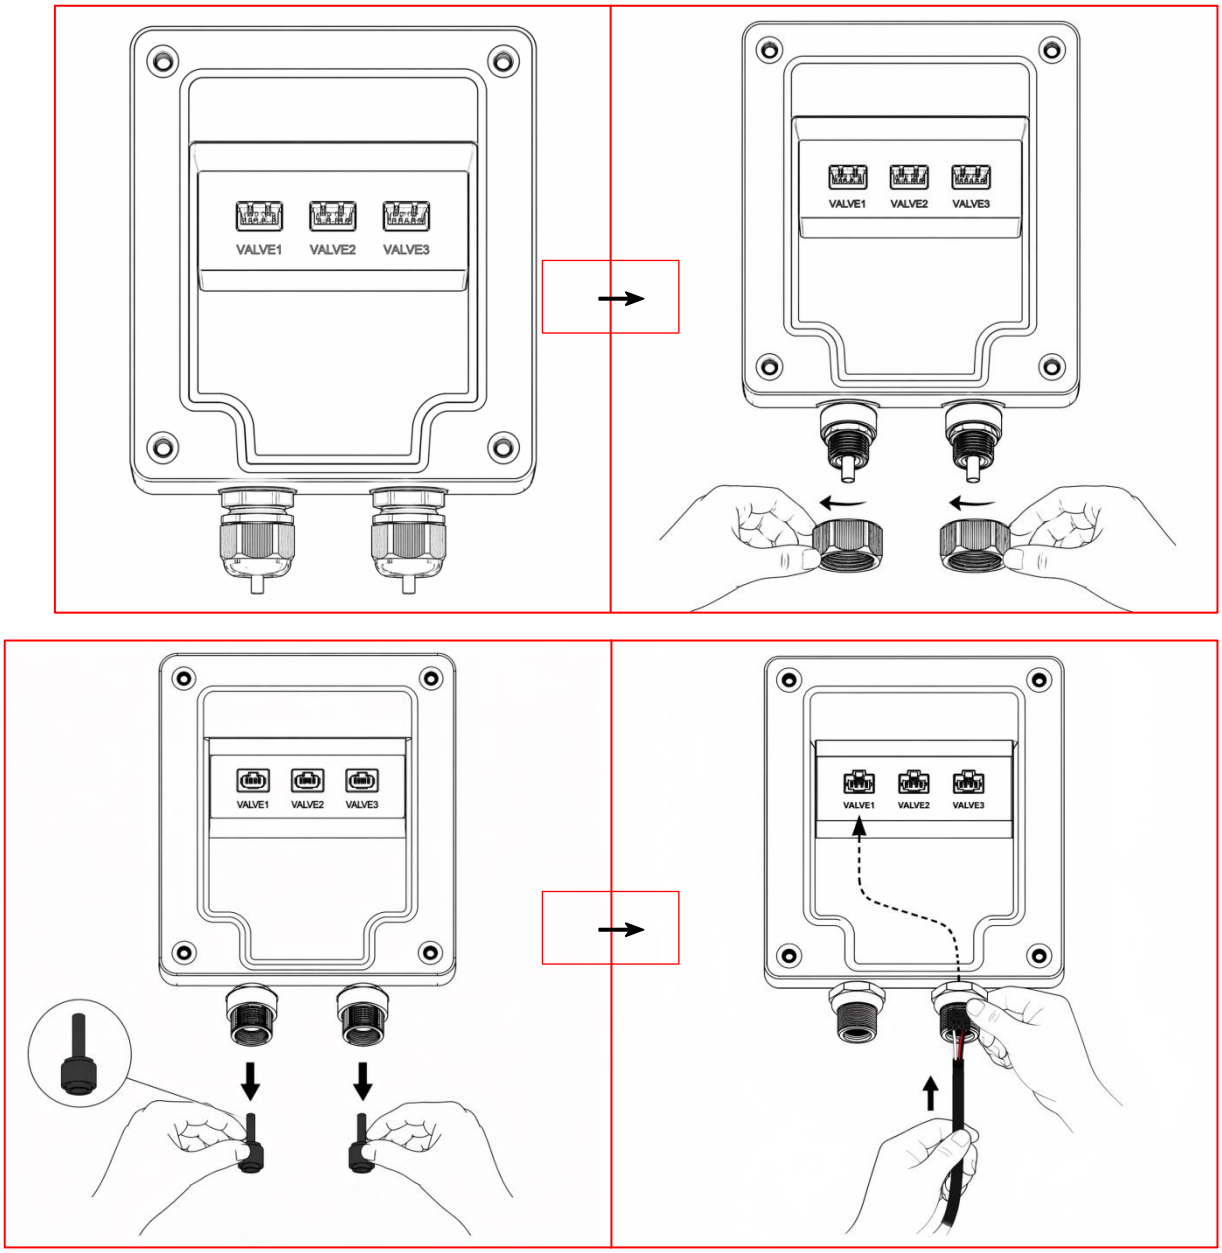

Figure 4 - Wiring steps
2) Route the actuator power cable through the waterproof cable gland nut and rubber plug, then insert the power connector into the terminal strip (FIG.4).